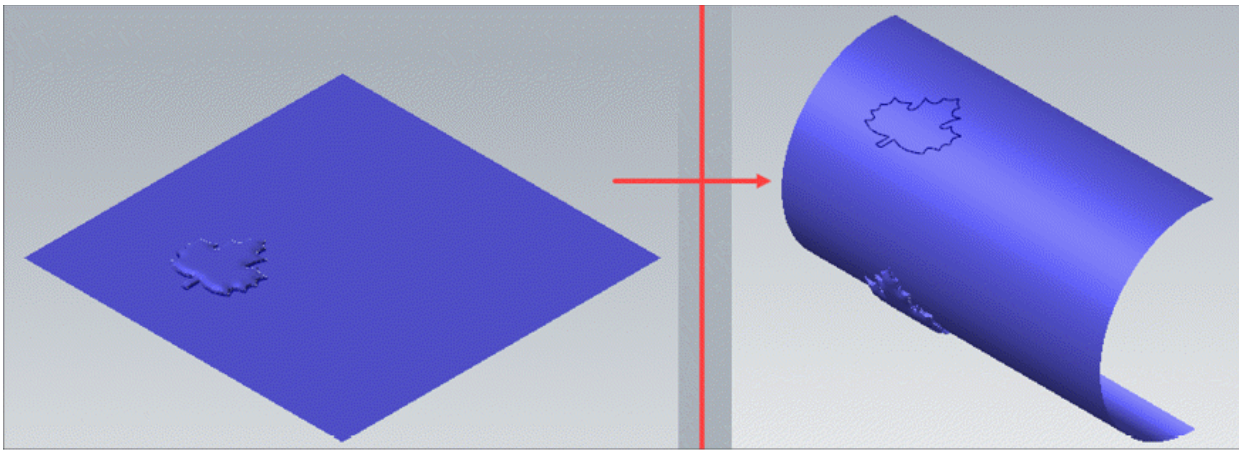

Figure-39. Wrapping surface
- After setting desired parameters, click on the **OK** button from the dialog boxes displayed. The feature will be created; refer to Figure-39.